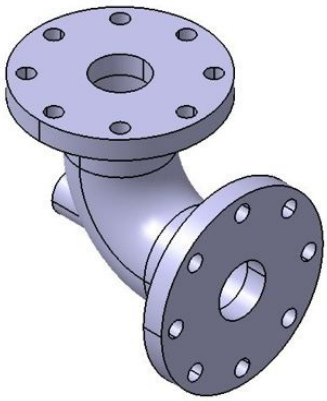

Figure 9-97 *The final model*
d. Create the remaining features, refer to Figure 9-97.
4. Create a counterbore hole using the **Hole** tool on the extruded feature created in the previous step. The final solid model is shown in Figure 9-97.